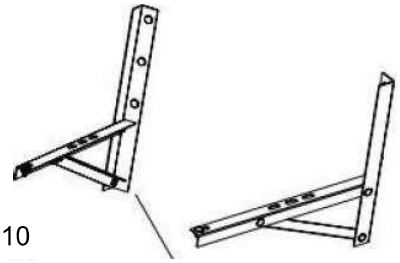

Fig. 10
- Se forem necessários suportes de instalação para instalar a unidade exterior, poderá adquiri-los junto da nossa empresa ou dos nossos agentes (Fig. 10).